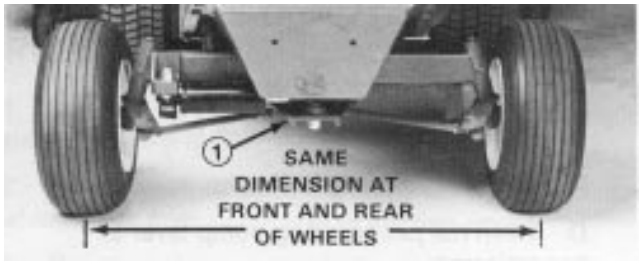

Figure 46
2. Loosen the jam nuts on both tie rods Adjust both tie rods until center–to–center distance at front and back of rear wheels is the same (Fig. 46).